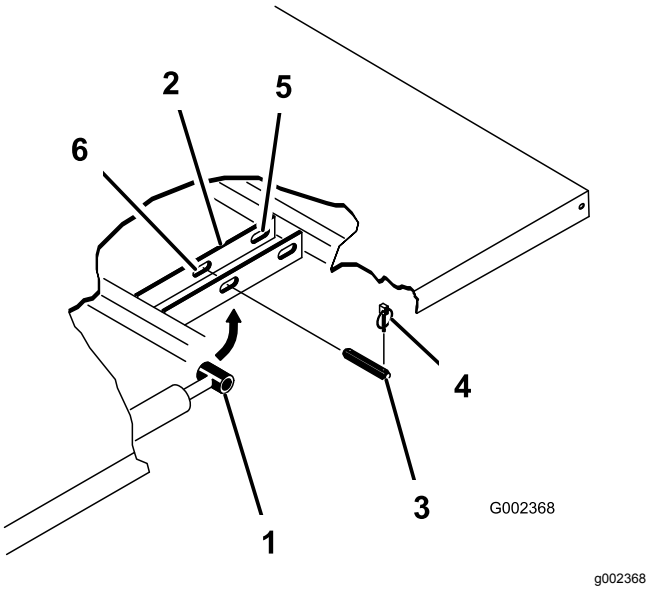

Figuur 34
3. Verwijder de lynchpennen van de uiteinden van de gaffelpennen van de cilinderstang (Figuur 34).
4. Verwijder de gaffelpennen waarmee de uiteinden van de cilinderstang vastzitten aan de bevestigingsplaten van de laadbak, door de pennen naar binnen te drukken (Figuur 34).
5. Verwijder de lynchpennen en de gaffelpennen waarmee de draaibeugels zijn bevestigd aan de framebalken (Figuur 34).